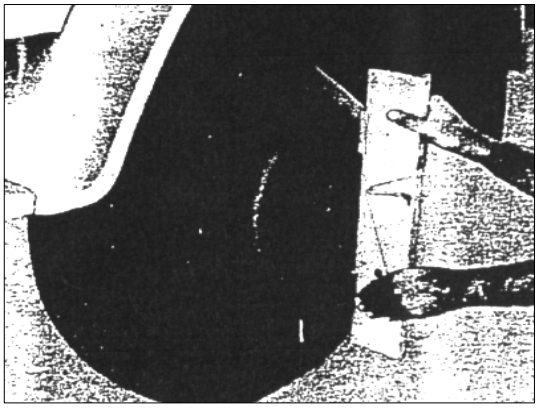

РИС. 303
4) Прокатите машину вперед так, чтобы колесо повернулось на 180°, то есть метка находилась внизу (см. рис.303).